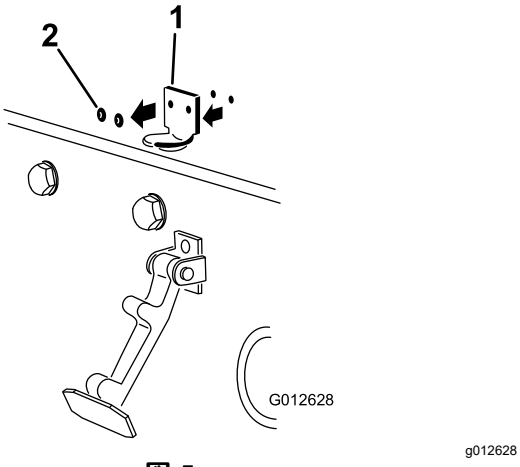

図 5
2. フードラッチブラケットをフードに固定しているリベット2本を外す図 5。フードからフードラッチブラケットを取り外す。
3. CE 用ロックブラケットとフードラッチブラケットの取り付け穴をそろえて、フードの上に位置決めする。ロックブラケットをフードに当てて取り付ける図 5。ロックブラケットアームからボルトナットアセンブリを外してしまわないこと。